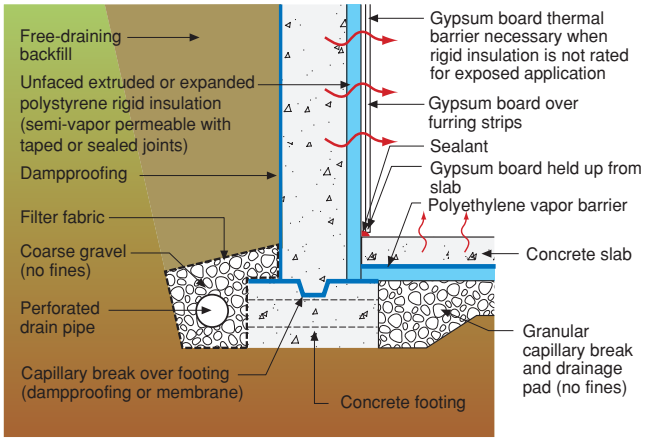

## Figure 12
**Slab-on-Grade Construction** Capillary control also applies to slab-on-grade construction and crawlspaces (see **Figure 12**). Monolithic slabs need plastic ground covers that extend under the perimeter grade beam and upwards to grade. Additionally, the exposed portion of the slab edge that is exposed to the outside must be painted with latex paint to reduce water absorption and a capillary break must be installed under perimeter wall framing.